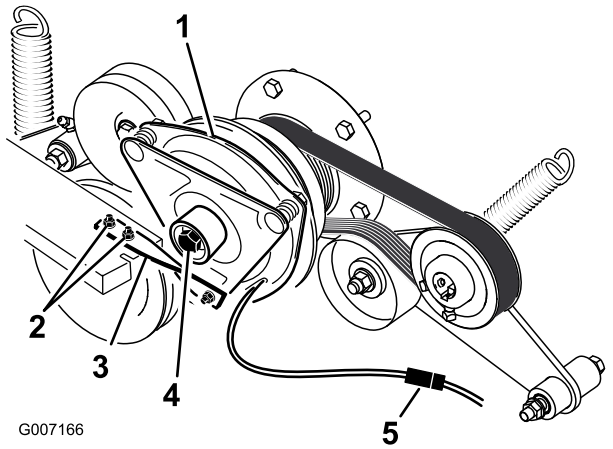

Figur 60
6. Koppla ur kopplingens elektriska kontakt (Figur 60).
7. Lossa de två bultarna som fäster gummikopplingsremmen i klipparramen (Figur 60).
8. Lossa centrumbulten som fäster kopplingen vid motoraxeln och ta bort kopplingen och nyckeln (Figur 60).
15. Håll i vevaxeln på maskinens baksida, fäst centrumbulten och dra åt den till 68 Nm (Figur 60).
16. Montera gummikopplingsremmen på klipparens ram med de två bultar och muttrar som du tog bort tidigare (Figur 60).
18. Koppla in kopplingens elektriska kontakt (Figur 60).